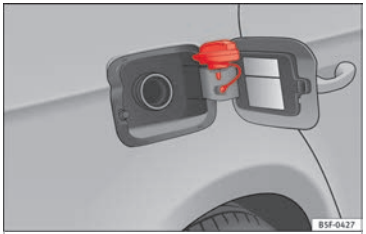

Fig. 59 Tapa del depósito con el tapón encajado.
- Colóquelo en el espacio que hay en la bisagra de la tapa abierta »» **fig. 59**.